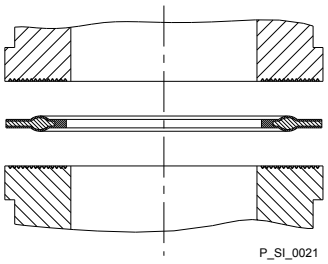

Рис. 14: Комбинированное уплотнение при рифленом вкладыше
– Комбинированные уплотнения из ПТФЭ с буртиком, прилагаемые к насосу для подключения, уплотняют места подсоединения рифленых насосных клапанов и рифленых вкладышей ProMinent - см. Рис. 14.